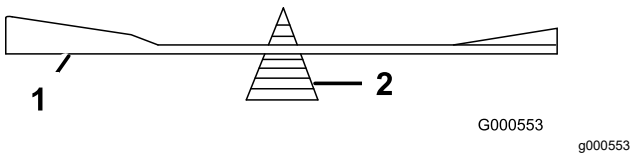

Figuur 66
2. Controleer de balans van het mes met een mesbalans (Figuur 66).